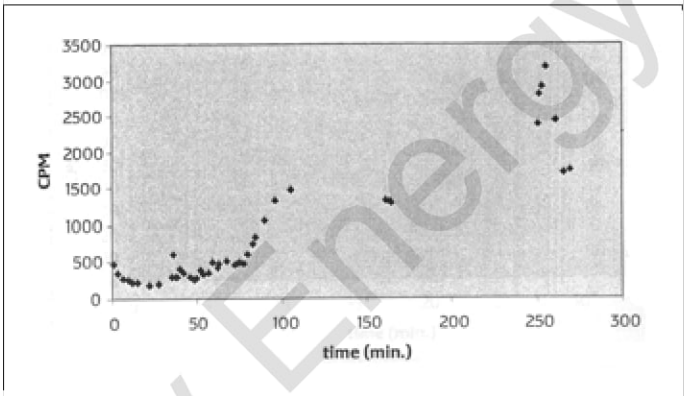

Figure 5. Tube 4, at 1,550 volts, in the ORAC. Counting started at 9:00 a.m. The same tube as in Figure 2, now with lower voltage, eventually has higher counts.
4. If the tube voltage is decreased the counts will, as expected, decrease. However, in some cases the counts will continue to increase, at times to levels above those that had occurred with higher voltage. This is shown in Figures 5 and 6.